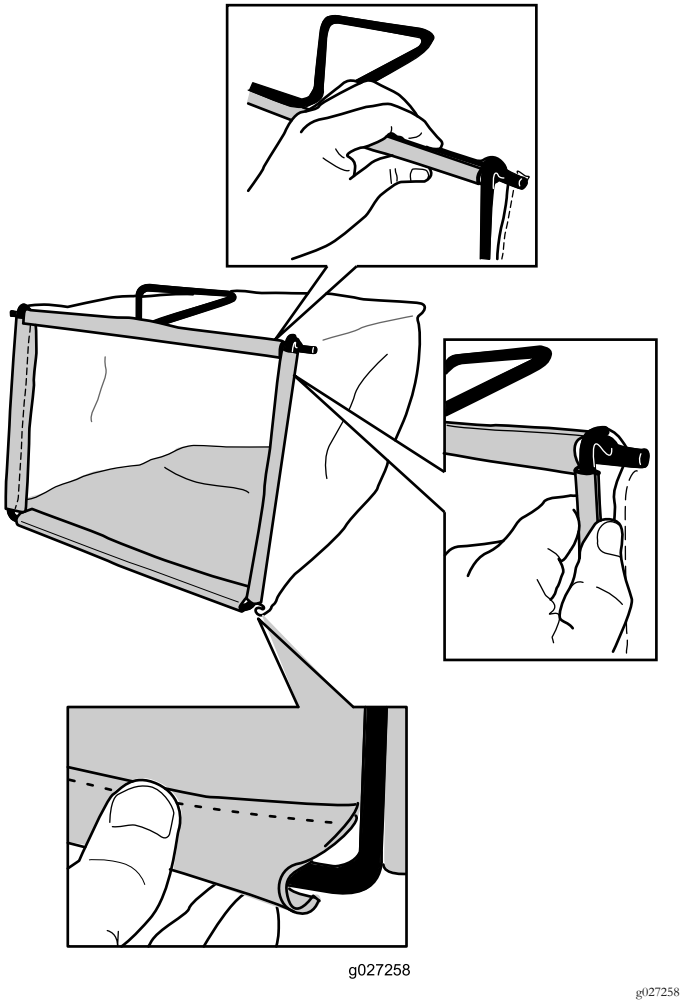

**Rysunek 8**
2. Zaczep dolny kanał worka na dolną część ramy (Rysunek 8).
3. Zaczep kanały boczne i kanał górny worka odpowiednio na boczne i górne elementy ramy (Rysunek 8).